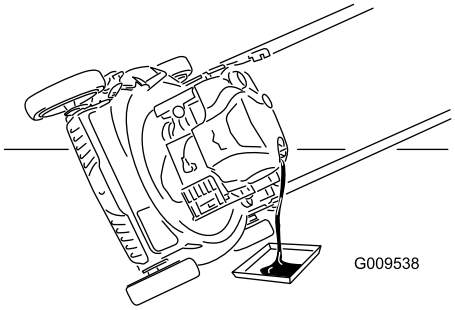

Figuur 19
3. Kantel de machine op de zijkant (met het luchtfilter naar boven) om de oude olie via de vulbuis weg te laten lopen (Figuur 19).